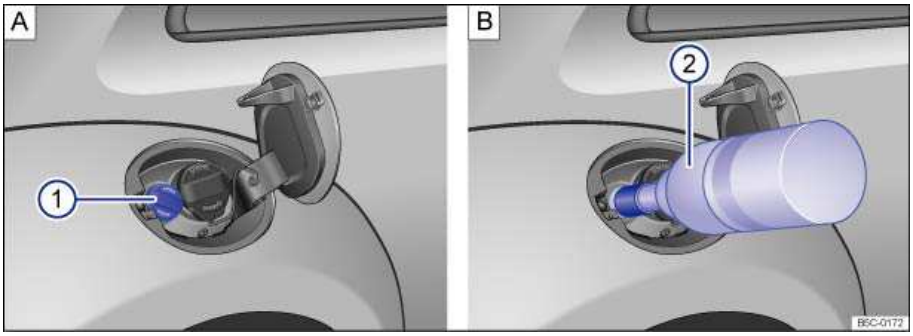

Fig. 142 AdBlue tank with filler neck cap 1 and refill bottle 2.
- Unscrew the AdBlue tank filler neck cap ⇒ fig. 142 (1) counterclockwise and remove.